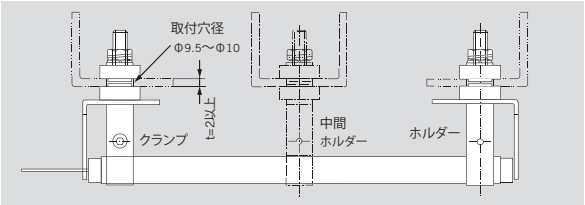

図1: 取付略図
2. 取付位置関係を図1「取付略図」および表1「取付金具の位置」でご確認下さい。また、表1「取付金具の位置」にて中間ホルダーの要否も併せてご確認下さい。フレーム穴径はΦ9.5～10mmを開け、必ずセラミックワッシャーの凸部でフレーム側との絶縁を確実に行って下さい。なお、あまり強くナットを締め付けるとセラミックワッシャーが割れることがありますのでご注意下さい。片側接続（リード線が片側からのみ出ているタイプ）の場合は、リード線側にクランプを取付けます。